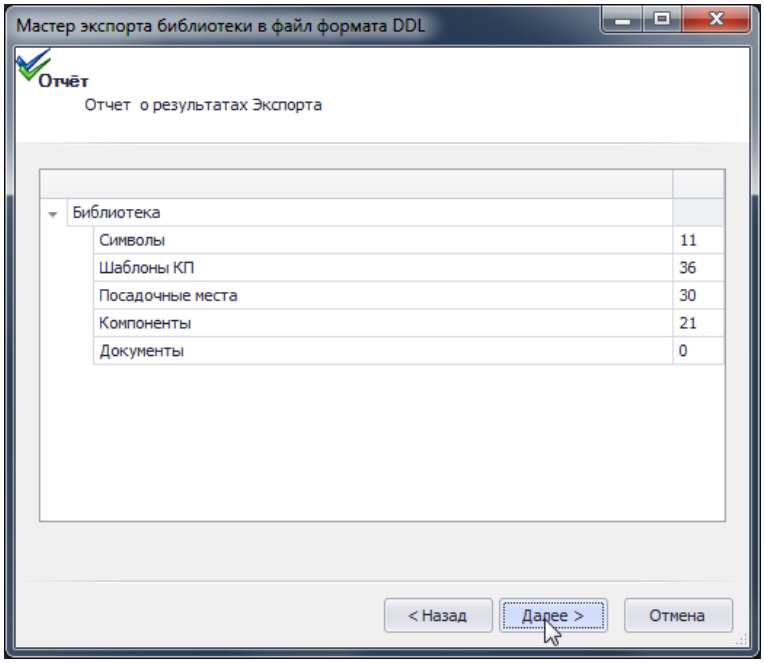

Рис. 117. Отчет об экспорте библиотеки
4. В следующем окне отображаются результаты экспорта. В таблице представлены типы экспортированных объектов их количество, см. Рис. 117.